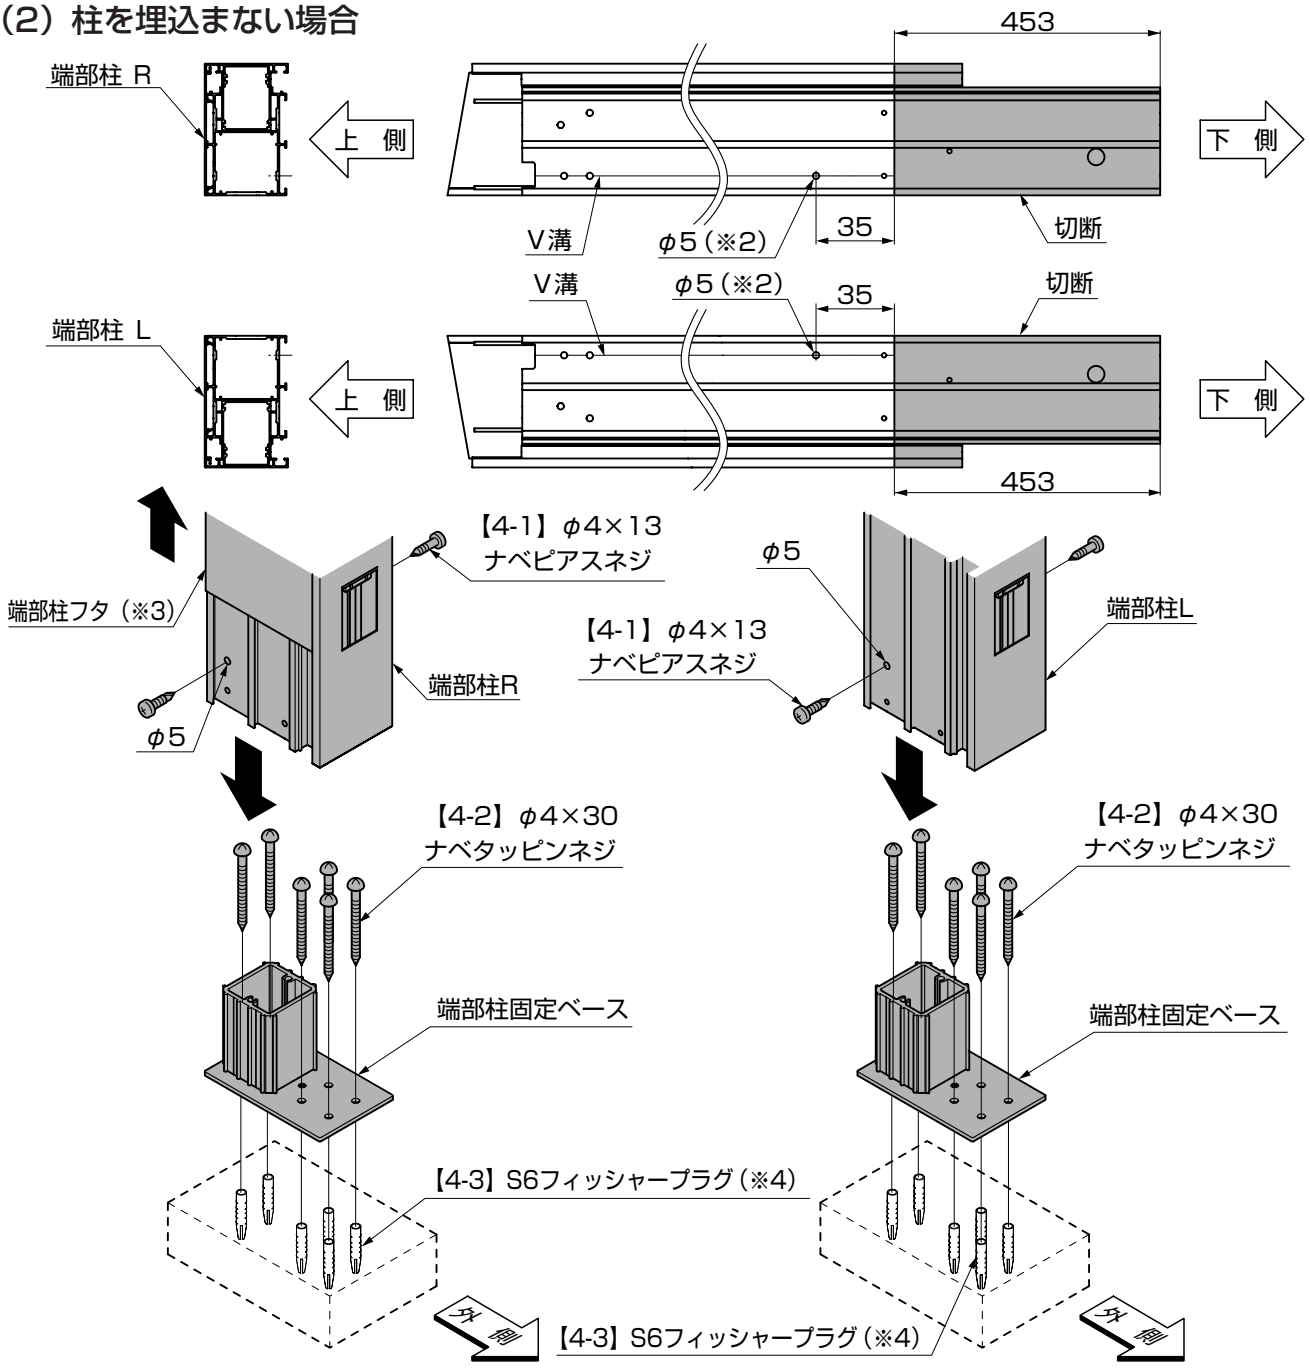

図6-5　　図6-6
①端部柱を加工してください。
②【4-3】を固定してから端部柱固定ベースを、【4-2】で取付けてください。(図6-5、図6-6参照)
③端部柱を端部柱固定ベースに、【4-1】で取付けてください。(図6-5、図6-6参照)